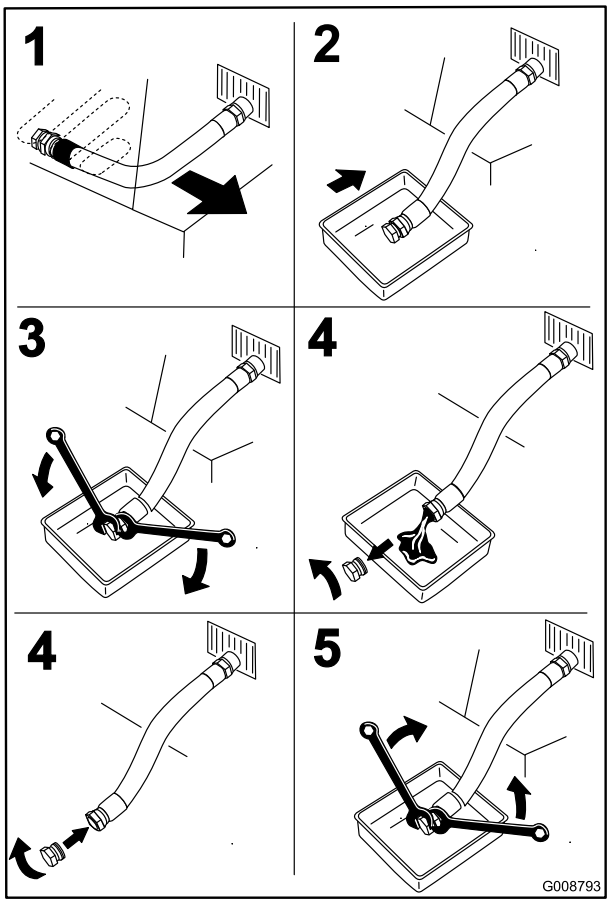

Figur 49
4. Stop motoren, fjern nøglen, og vent, til alle bevægelige dele er standset, før du forlader betjeningspositionen (Figur 49).